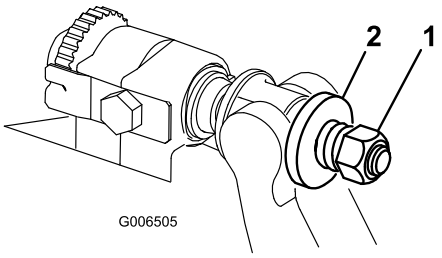

Figur 23
6. Dra åt fjäderspänningsmuttern tills fjädern pressas ihop, och vrid sedan ut den ett halvt varv (Figur 23).